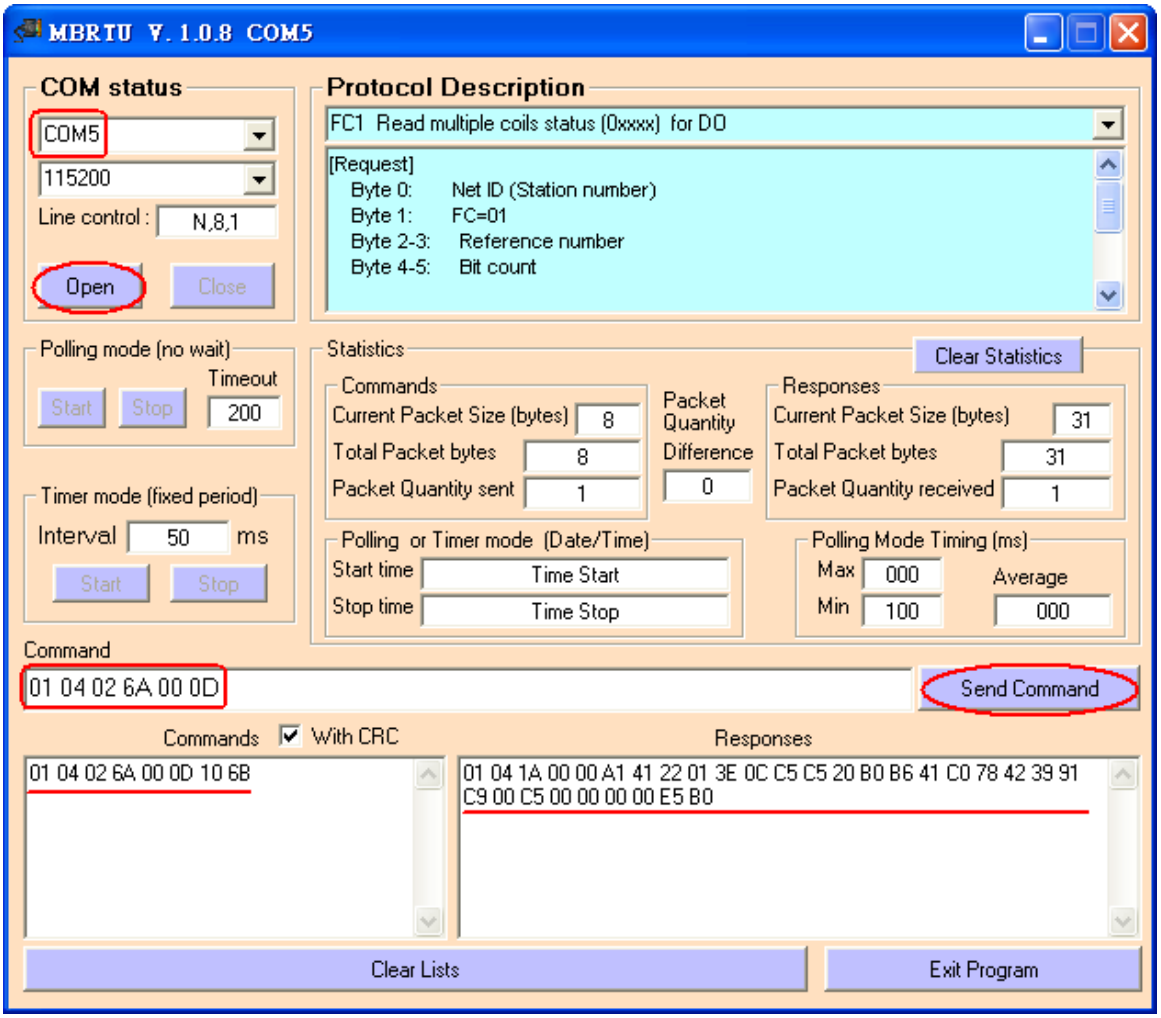

Figure 6-2 Receive HART Command 3 data
(2) The below demo will use the free MB/RTU tool provided by ICP DAS to show HART command 1 data. (Download from http://ftp.icpdas.com.tw/pub/cd/8000cd/napdos/modbus/modbus_utility/)
(3) Run “MB/RTU” tool. Set the com port settings the same with HART-710 (Baud Rate / Data Bits / Stop Bits / Parity) and then click “Open” button to connect to HRT-710 like Figure 6-2.
(4) Input “01 04 02 6A 00 0D” in “Command” field and click “Send Command” button to send the Modbus command. The HART command 3 data will be received in “Responses” field => “01 04 1A 00 00 A1 41 22 01 3E 0C C5 C5 20 B0 B6 41 C0 78 42 39 91 C9 00 C5 00 00 00 00 E5 B0” like Figure 6-2.